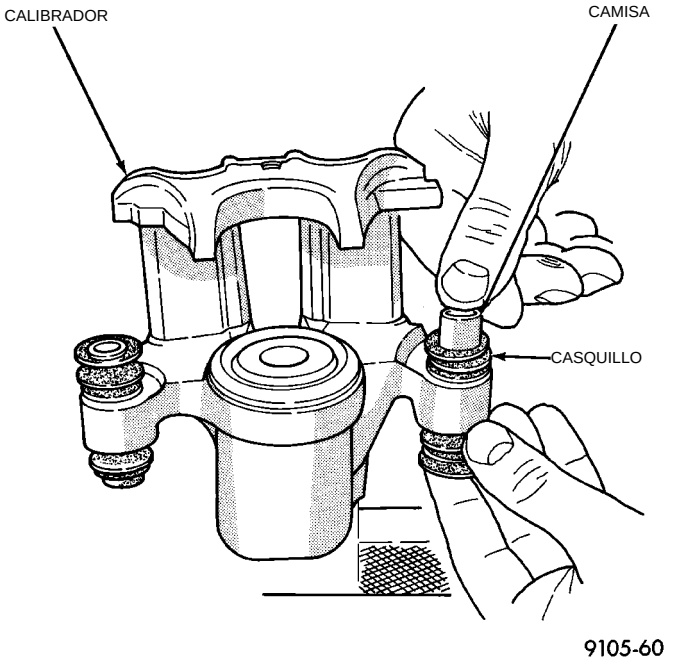

Fig. 173 Instalación de la camisa en el casquillo
(4) Lubrique las superficies interiores del casquillo con Compuesto dieléctrico siliconado Mopar o un equivalente.
(5) Instale la camisa del pasador guía en un extremo del casquillo hasta que la zona de sellado del casquillo sobrepase la acanaladura de sellado en la camisa (Fig. 173).
(6) Sostenga el extremo de la cubierta enrollada del casquillo con una mano y haga presión para que el casquillo de la camisa de acero entre en la cubierta, hasta que un extremo del casquillo esté totalmente asentado en la acanaladura de sellado en un extremo de la camisa (Fig. 173).